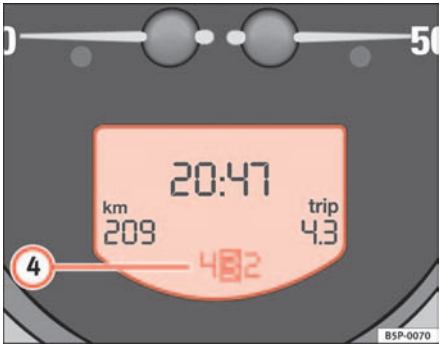

Fig. 37 Detail of instrument panel: Display with Tiptronic gear selection
4. Display for the gears in Tiptronic mode (automatic gearbox)*. The selected gear appears in the display field with a light background ⇒ fig. 37. ■